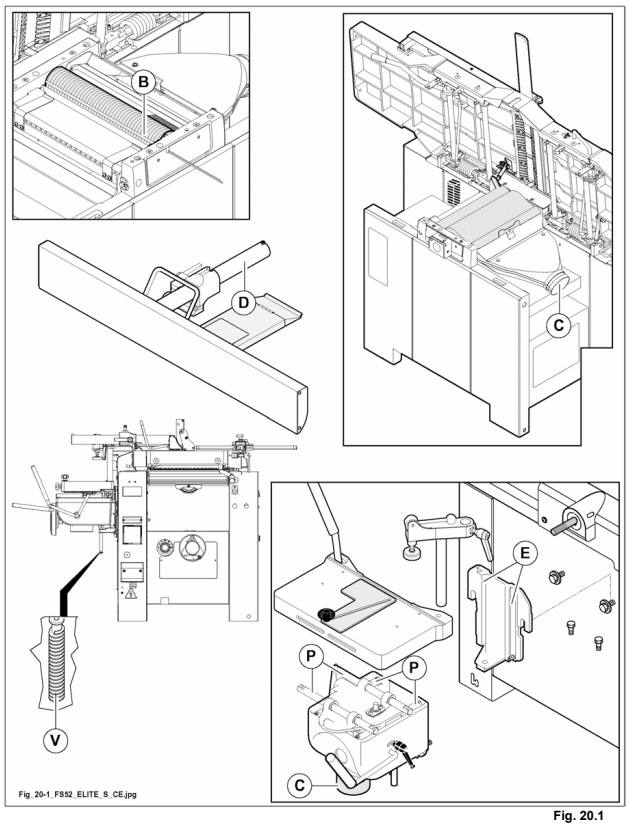

Fig. 20.1
- le cuffie di aspirazione (C fig. 20.1), controllando che non vi siano occlusioni.
- gli utensili (B fig. 20.1) del gruppo pialla;
- la barra di scorrimento (D fig. 20.1) della guida filo;
- gli elementi a coda di rondine (E fig. 20.1) per scorrimento cavatrice (OPT);
- le barre di scorrimento (P fig. 20.1) del piano cavatrice (OPT);
- la vite di sollevamento (V fig. 20.1) della cavatrice (OPT).